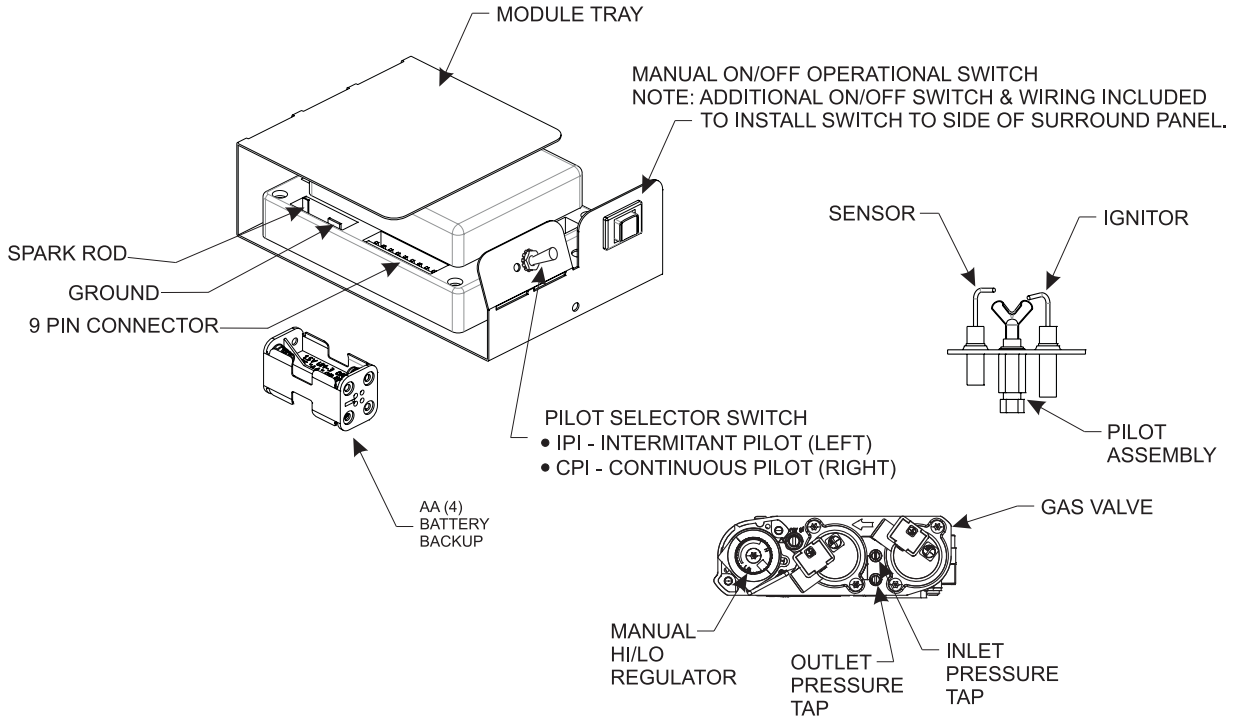

Figure 75
NOTE: A small toggle switch is located on the front of the module tray that is used to switch from IPI (left) to the CPI (right). **See Figure 75.**
3. The gas valve has inlet and outlet pressure taps as shown in **Figure 75.** Refer to page 12 for gas pressure requirements.
NOTE: The gas control has a manual HI/LO flame adjustment knob (regulator) that allows you to increase or decrease the height of the burner flame. **See Figure 75.** Rotate the HI/LO knob counterclockwise to “HI” to increase the flame height, and clockwise to “LO” to decrease the flame height.
To connect the remote receiver to the appliance, first disconnect the ON/OFF switch wires from the white and green wire connectors and connect the wires from the remote receiver to the green and white wire connectors. **See Figure 75.**